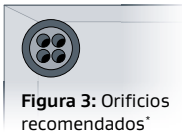

Figura 3: Orificios recomendados*
- Para diámetros de elemento de ventilación mayores pueden usarse varios orificios de 1 mm (figura 3).